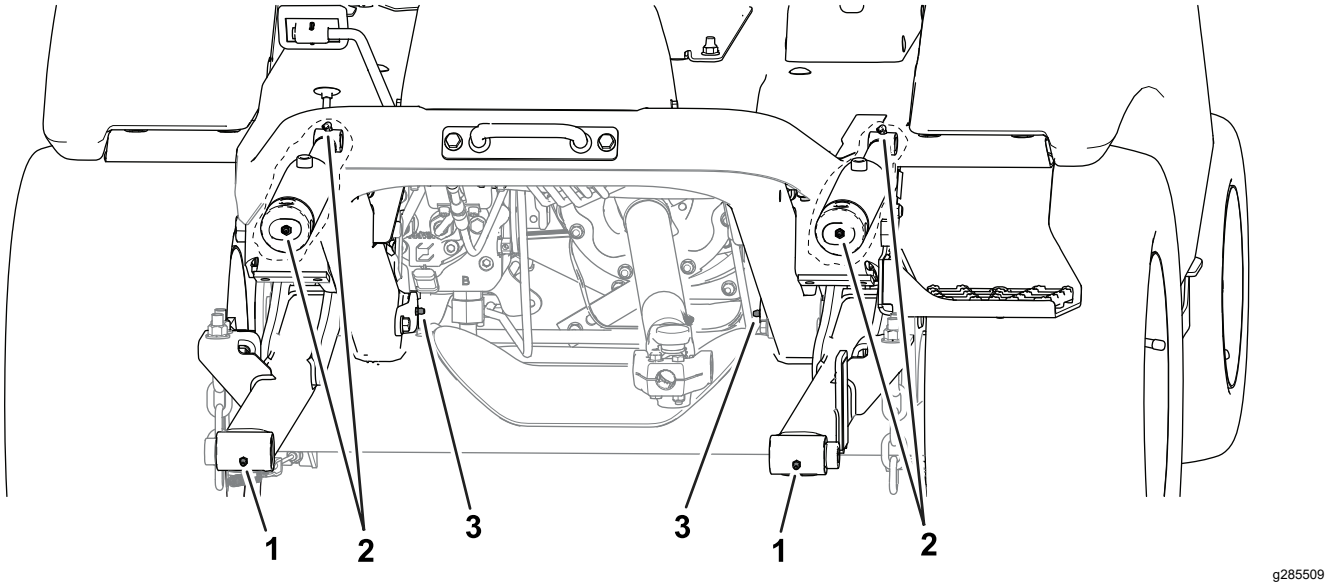

Figuur 47
- **Voorzijde van de machine** (Figuur 47):
- Scharnierbussen van werktuig (2)
- Lagerbussen van hefcilinder (2)
- Draaipennen van hefarm (2)